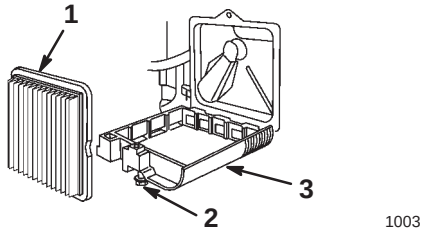

Bild 21
3. Lockern Sie die Schraube, die die Luftfilterabdeckung sichert (Bild 21).
4. Kippen Sie die Abdeckung nach unten und reinigen Sie sie gründlich (Bild 21).
5. Entfernen und entsorgen Sie den Papierfilter (Bild 21).
6. Legen Sie einen neuen Papierfilter ein (Bild 21).